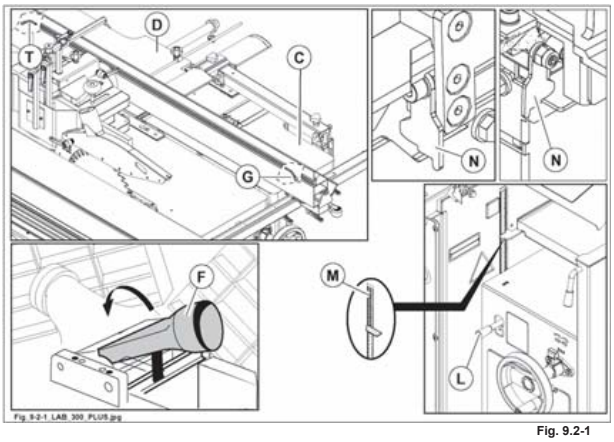

Fig. 9.2-1
prima di abbassare i piani a filo, ricordarsi di aprire la protezione convogliatrucioli (F fig. 9.2-1), e di abbassare il piano spessore fino alla fine della tacca rossa (M fig. 9.2-1) per non danneggiare alcun elemento e di riportare la leva (L fig. 9.2-1) in posizione Pos. "0" (disattivazione rullo di trascinamento).
3) Disinnestare il bloccaggio (N fig. 9.2-1) e chiudere i piani.
Chiudere la piana a filo in ENTRATA (D fig. 9.2-1). Abbassare la leva (T fig. 9.2-1) per bloccare il piano. SUCCESSIVAMENTE chiudere la piana a filo in USCITA (C fig. 9.2-1) ed abbassare la leva (G fig. 9.2-1) per bloccare il piano.